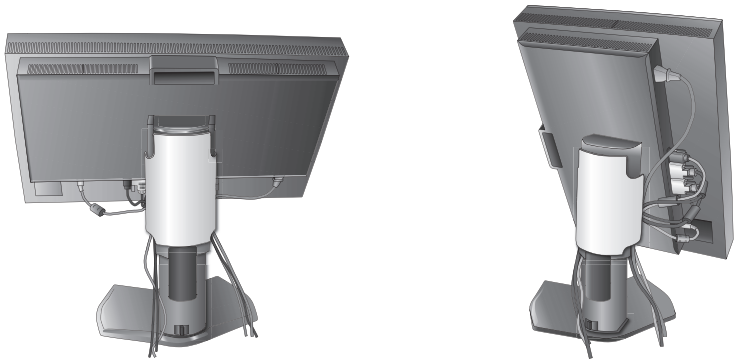

Figura D.1
7. Deslice la cubierta de los cables hacia abajo (**figura D.1**).